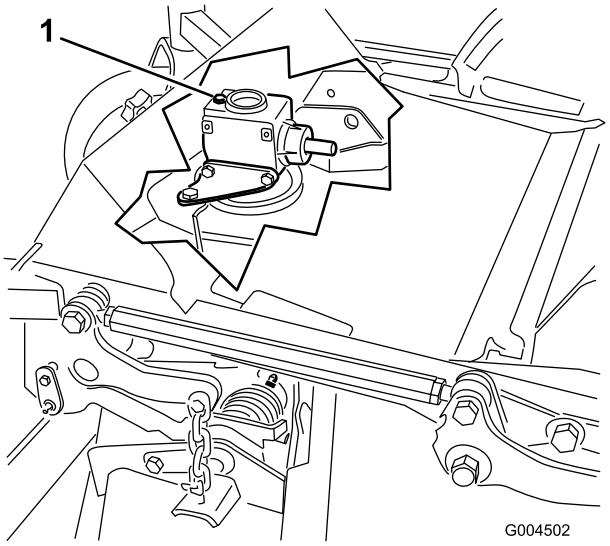

Figuur 38
6. Verwijder de peilstok/vulplug op de bovenkant van de tandwielkast (Figuur 38) en controleer of het peil van de tandwielolie tussen de merktekens op de peilstok staat.
6. Verwijder de peilstok/vulplug op de bovenkant van de tandwielkast (Figuur 38).